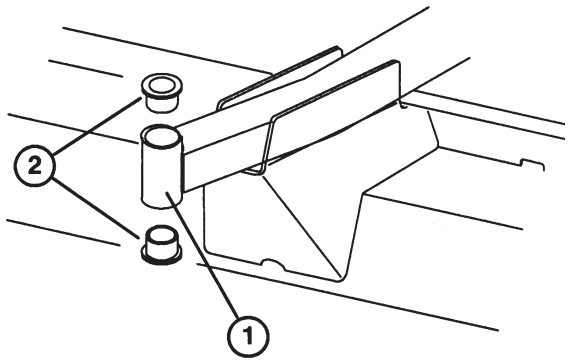

Afbeelding 15
4. Sla een drevel in de boven- of onderkant van de bevestigingsbuis en tik de lagerbus uit de buis (afb.15). Tik ook de andere lagerbus uit de buis. Reinig de binnenkant van de buis om eventueel vuil te verwijderen.